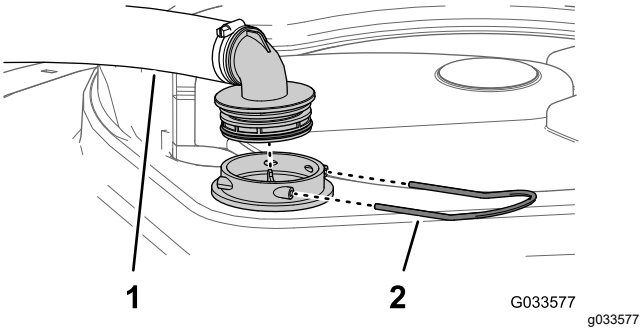

**Figur 107**
2. Ta bort hållaren som fäster slangnippeln på den stora slangen och filterkåpan på tankens ovansida (Figur 107).
3. Ta bort slangen och slangnippeln från filterkåpan (Figur 107).